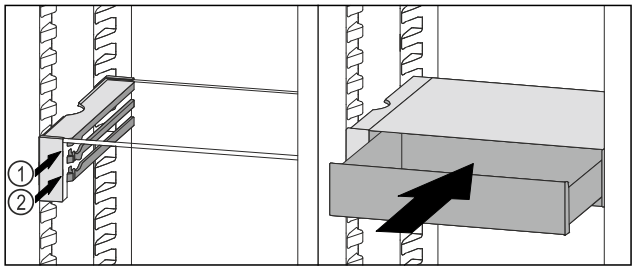

Fig. 128
▶ Place the VarioSafe drawer behind the stoppers on desired rib *Fig. 128 (1)* or *Fig. 128 (2)*.